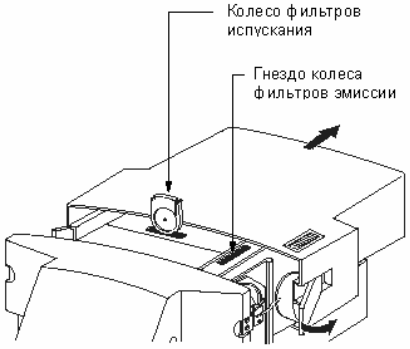

Рис.1-5 Установка фильтра.
3. Удалите две резиновые крышки на блоке, Вытягивая их прямо вверх. Эти крышки защищают карусели фильтров. Фильтры возбуждения находятся в гнезде на правой стороне, эмиссионные фильтры находятся в гнезде по центру (см. рис. 1-5). Замена фильтров обоих типов производится аналогичным образом.